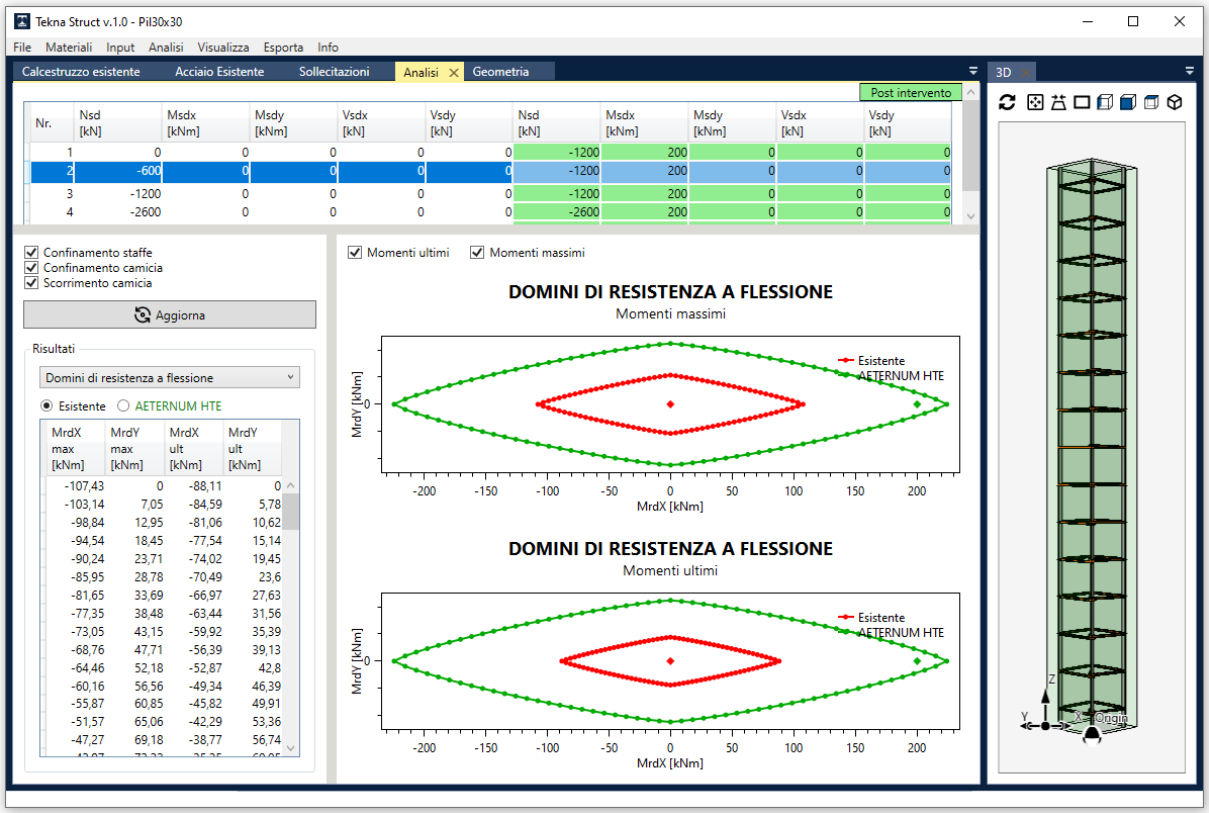

Fig. 28 – Menu Calcola – Domini di resistenza a flessione
- domini di resistenza a flessione (Fig. 28): il programma elabora i domini di resistenza a flessione nel piano Mx-My, relativi agli sforzi normali corrispondenti alla sollecitazione selezionata. Vengono forniti due grafici: quello relativo ai massimi momenti resistenti offerti dalle sezioni ante-intervento e post-intervento (*Momenti massimi*) e quello relativo ai momenti resistenti ultimi (Momenti ultimi). In entrambi i grafici il dominio relativo alla sezione ante-intervento è disegnato in rosso, mentre il dominio relativo alla sezione post-intervento è disegnato in verde. Sono riportate anche le coordinate dei punti corrispondenti alle domande in termini di momento Mx-My delle sollecitazioni ante-intervento (in rosso) e post-intervento (in verde). È possibile visualizzare uno solo o entrambi i grafici suddetti, agendo sulle spunte *Momenti ultimi* e *Momenti massimi* sovrastanti. Cliccando con il tasto sinistro del mouse sui punti dei grafici è possibile visualizzarne il relativo valore (coordinata del punto Mx-My). Tutti i punti del dominio sono comunque riportati nella tabella a sinistra, nella quale è possibile scegliere se visualizzare i punti del dominio ante-intervento (selezionando l'opzione *Esistente*), oppure quelli del dominio post-intervento (selezionando l'opzione *AETERNUM HTE*);